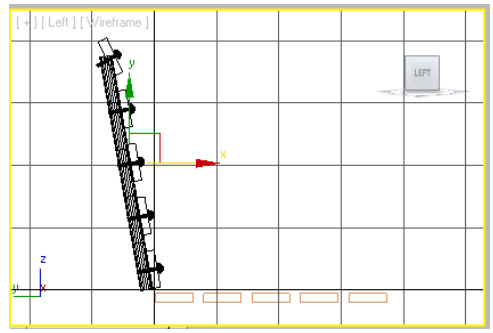

Figure 3-54 *Alignment of the back support in the Left viewport*
3. Invoke the **Select and Move** tool and align the *back support* with the *horizontal seat support*, as shown in Figure 3-54.